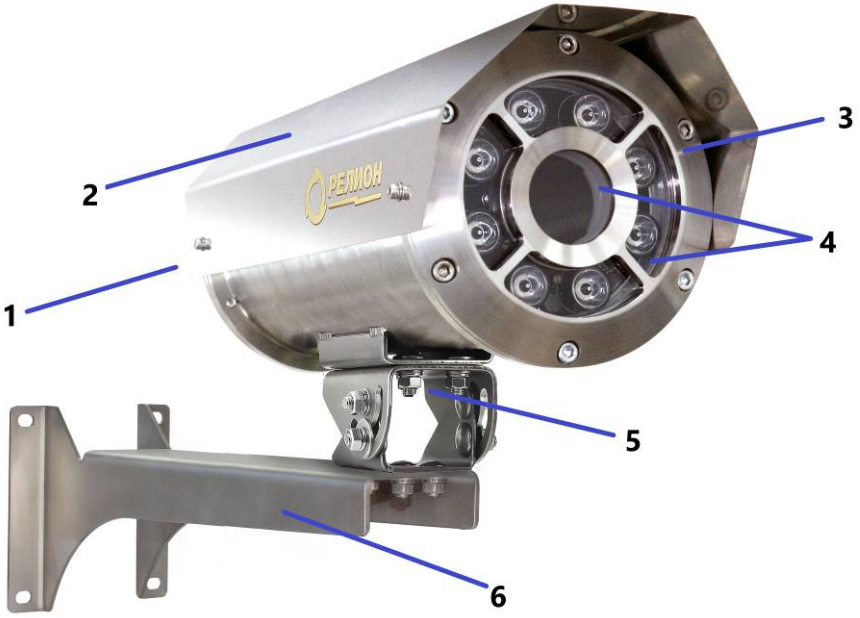

Рисунок 1 − Внешний вид термокожуха с ИК-прожектором
Габаритные размеры указаны на рис. 1.
- Открутить болт крепления крепежно-юстировочного устройства (5) и отсоединить от него термокожух, рис.1;
- Определить место установки и закрепить крепежно-юстировочное устройство (6) к рабочей поверхности;
- Открутить фиксирующие винты и извлечь наполовину основание (заднюю крышку) с шиной из корпуса термокожуха, рис. 1;
- Установить термокожух на крепежно-юстировочное устройство (6) и зафиксировать при помощи болта (5), рис. 1;